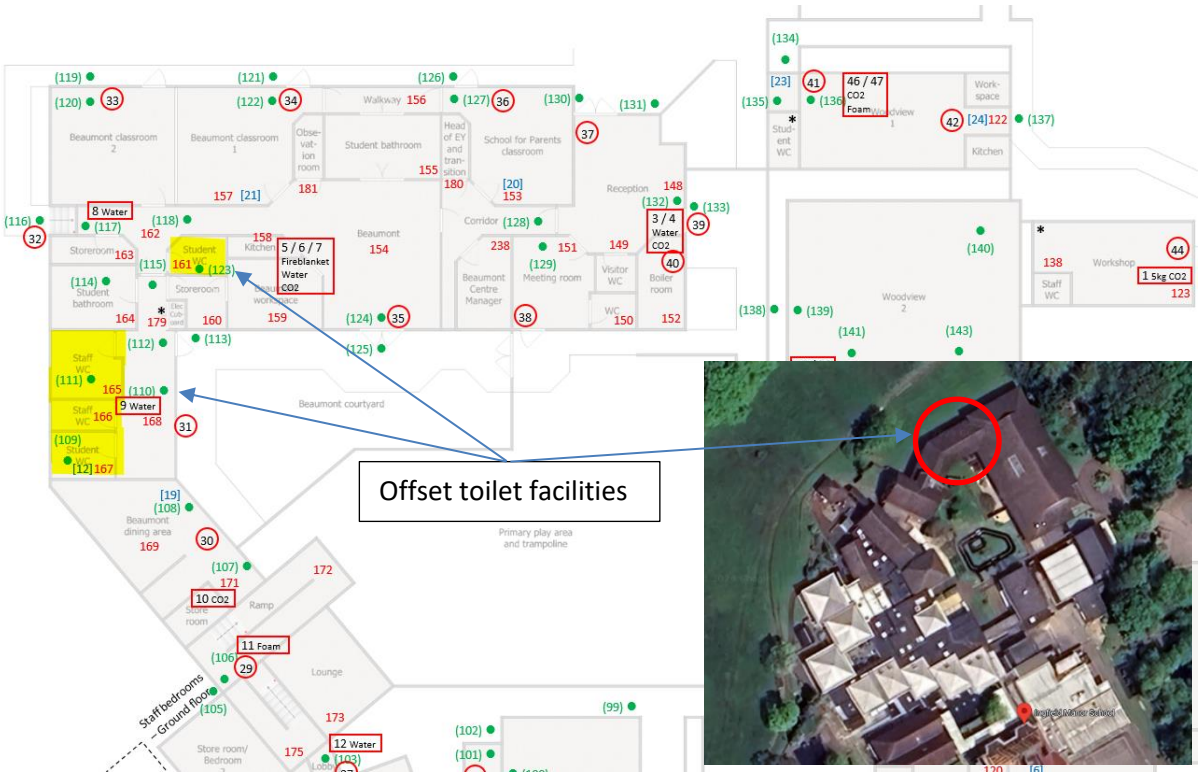

Figure 5: Location of offset facilities
20. In order to offset the new classroom, water consumption facilities elsewhere in the school have been identified that can be upgraded to save on water usage. The facilities identified are shown on the plan at Figure 5. This location is at the north side of the school.